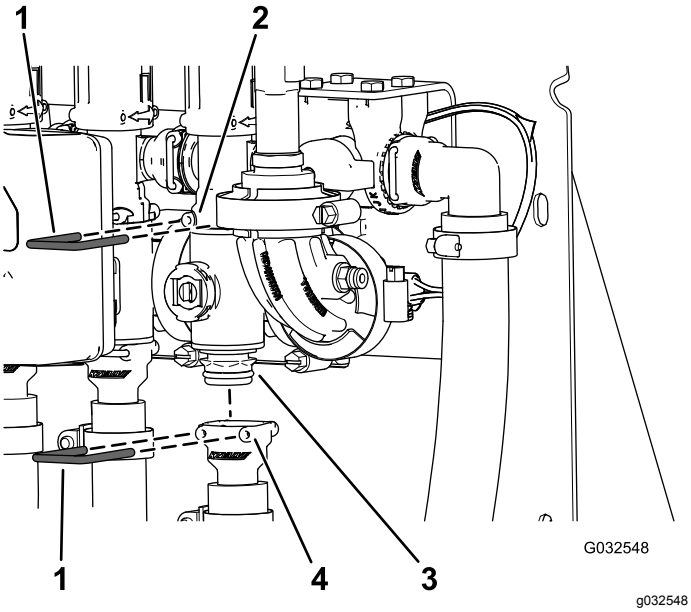

Figur 109
2. Ta bort hållaren som fäster sektionsventilens grenrör på överströmningskopplingen (Figur 109).